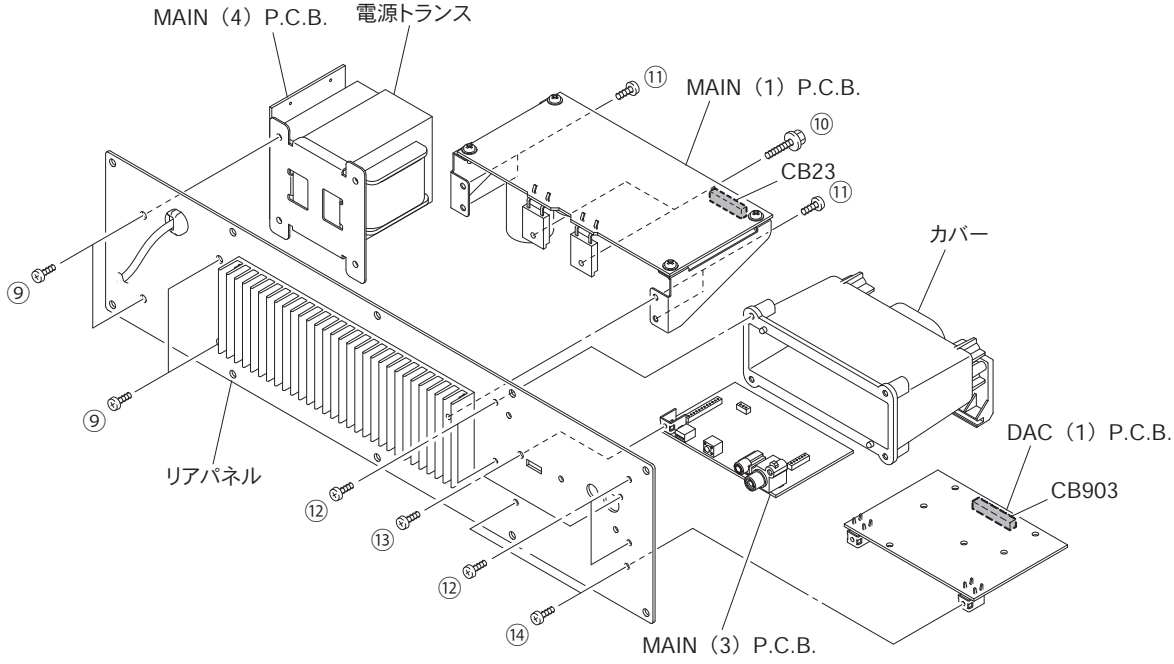

Fig. 5
6. MAIN（4）P.C.B. の外し方（Fig. 5）
a. ⑨ のネジ 4 本を外します。
7. MAIN（1）P.C.B. の外し方（Fig. 5）
a. ⑩ のネジ 2 本、⑪ のネジ 4 本を外します。
8. MAIN（3）P.C.B. の外し方（Fig. 5）
a. ⑫ のネジ 4 本を外します。
c. ⑬ のネジ 2 本を外します。
9. DAC（1）P.C.B. の外し方（Fig. 5）
a. ⑭ のネジ 2 本を外します。